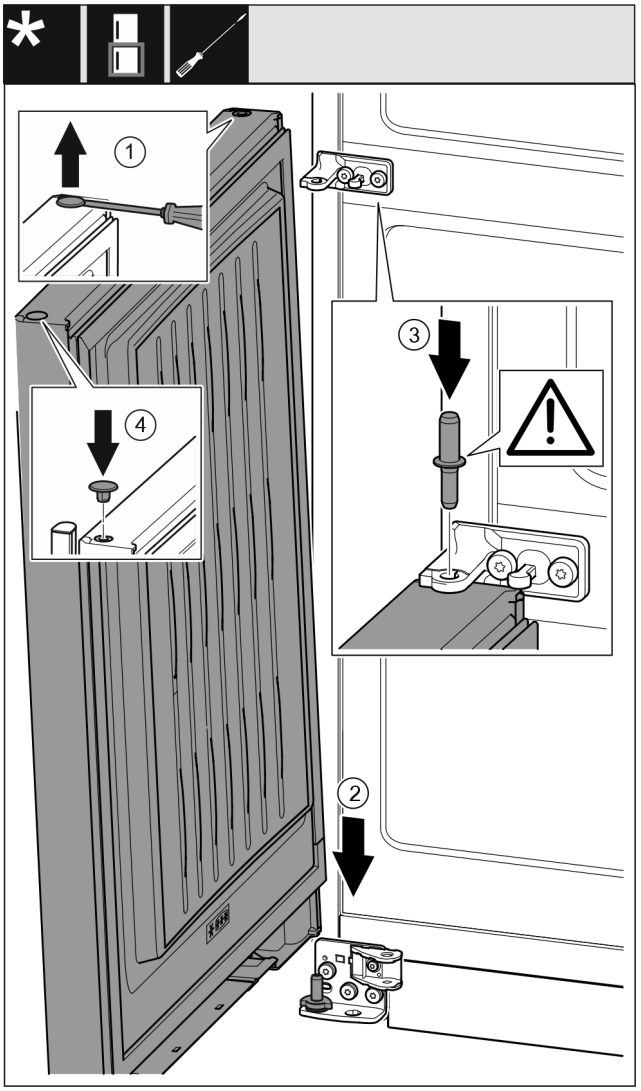

Fig. 57
- ▶ Stopfen *Fig. 57 (1)* vorsichtig mit einem Schlitzschraubendreher anheben und herausziehen.
- ▶ Tür *Fig. 57 (2)* von oben auf den unteren Lagerbolzen aufsetzen.
- ▶ Lagerbolzen Mitte *Fig. 57 (3)* durch Lagerbock Mitte in die untere Tür einsetzen. Dabei darauf achten, dass der Rastnocken nach hinten zeigt.
- ▶ Stopfen *Fig. 57 (4)* auf der anderen Türseite wieder einsetzen.